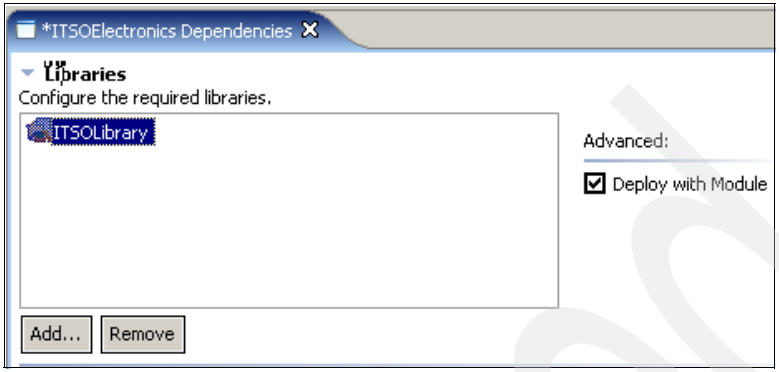

Figure 10-13 Dependency Editor
4. In the Dependency Editor (see Figure 10-13), click **ITSOLibrary** to highlight it, and ensure that the **Deploy with Module** check box is selected.